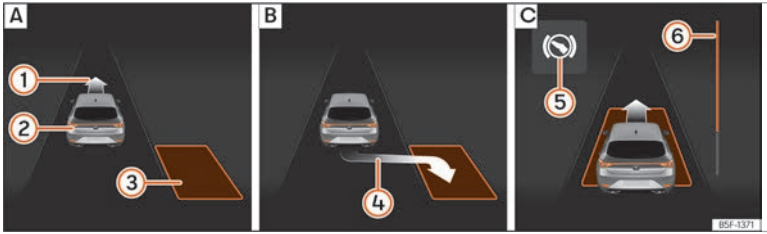
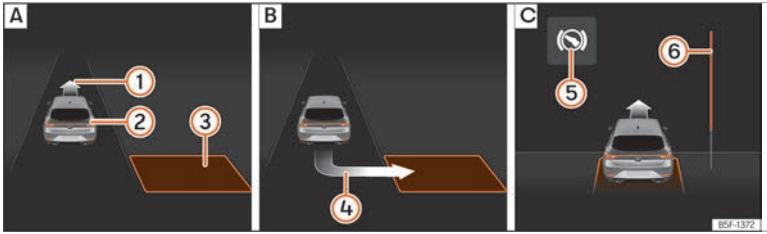

Abb. 199 Am Bildschirm des Kombi-Instruments: längs einparken. A Parklücke suchen. B Position zum Einparken. C Rangieren.
Abb. 200 Am Bildschirm des Kombi-Instruments: quer einparken. A Parklücke suchen. B Position zum Einparken. C Rangieren.
- Schauen Sie auf der Bildschirmanzeige im Kombi-Instrument, ob die Parklücke als „geeignet“ erkannt wurde und ob die korrekte Position zum Einparken ››› Abb. 199 B oder ››› Abb. 200 B erreicht wurde. Die Parklücke wird als „geeignet“ betrachtet, wenn auf dem Bildschirm des Kombi-Instruments die Anzeige zum Einparken erscheint (4).
- Fahren Sie rückwärts, bis das Dauertonsignal des ParkPilot ertönt; **ODER:** fahren Sie zurück, bis auf dem Bildschirm des Kombi-Instruments die Anzeige für Vorwärtsfahren ››› Abb. 199 C oder ››› Abb. 200 C erscheint; **ODER:** fahren Sie zurück, bis am Bildschirm des Kombi-Instruments die Meldung **`Park Assist beendet`** erscheint. Die Fortschrittsanzeige (6) zeigt den zurückzulegenden Abstand an ››› Seite 303.
- Fahren Sie vorwärts, bis das Dauertonsignal des ParkPilot ertönt; **ODER:** fahren Sie vorwärts, bis am Bildschirm des Kombi-Instruments die Anzeige zur Rückwärtsfahrt erscheint. Der Parklenkassistent lenkt das Fahrzeug vorwärts und rückwärts bis es in der Parklücke zentriert ist ››› Abb. 199 C oder ››› Abb. 200 C.
Die Fortschrittsanzeigen ››› Abb. 199 (6) und ››› Abb. 200 (6) am Bildschirm des Kombi-Instruments zeigt symbolisch die noch zu fahrende relative Fahrstrecke an. Je länger die Distanz ist, desto größer ist der Füllstand des Fortschrittsbalkens. Bei Vorwärtsfahrt nimmt die Füllung des Fortschrittsbalkens nach oben ab und bei Rückwärtsfahrt nimmt die Füllung des Fortschrittsbalkens nach unten ab.